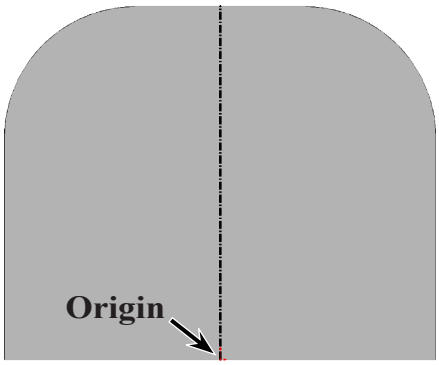

Fig. 23
Step 5. Starting from the Origin, sketch vertical centerline up through part, **Fig. 23**.